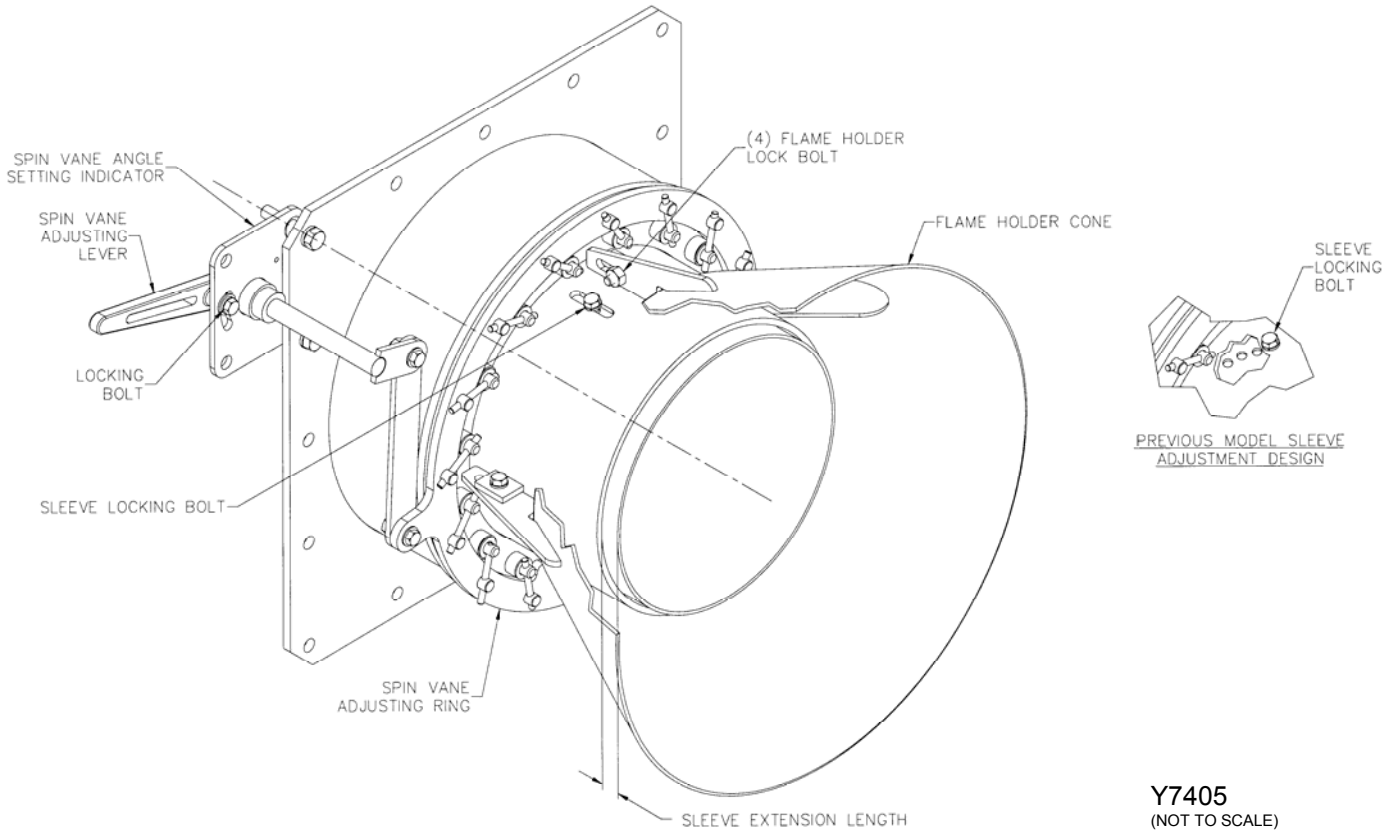

Figure 28. Secondary Air Sleeve Adjustment and Spin Vane Adjusting Ring
3. In the front of the burner is a slot (see Figure 28) to adjust the sleeve:
b. Relocate the sleeve to the desired extension distance (Refer to Table 7 or 8 for nominal sleeve extensions). The extension distance is the distance the sleeve is extending out the end of the burner secondary air tube (see Figure 28).